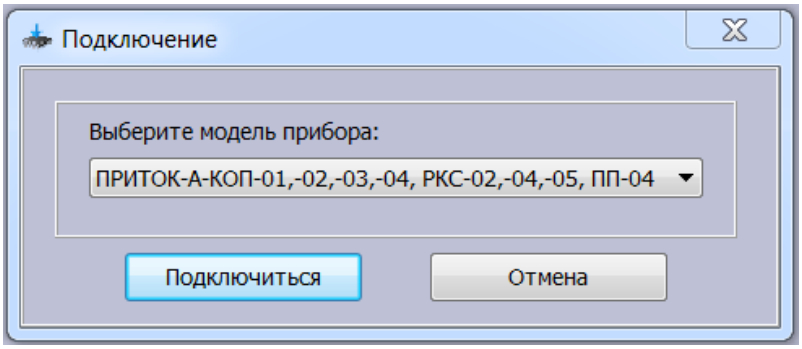

Рисунок 6 – Подключение к прибору
– В программе выбрать команду «Прибор» → «Обновить прошивку», в появившемся окне выбрать из списка «ПРИТОК-А-КОП-01, -02, -03, -04, РКС-02, -04, -05» и нажать «Подключиться» (см. рисунок 6).